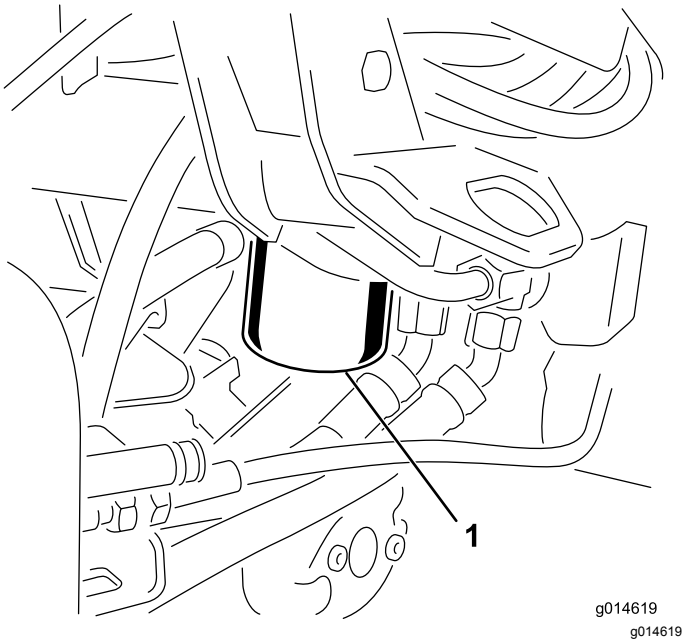

Figur 43
1. Rengjør området rundt der filteret skal festes (Figur 43). Plasser et tappefat under filteret, og ta ut filteret.